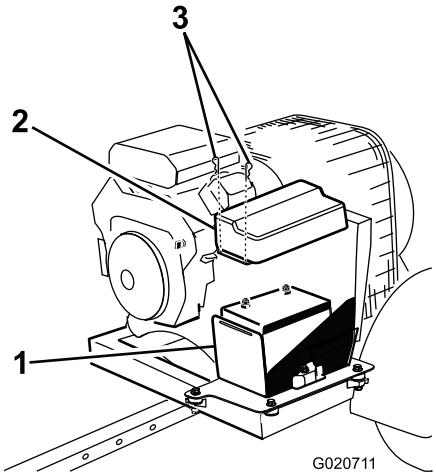

Figur 32
1. Fjern clipsen, der fastgør batteridækslet til batterikassen, og fjern dækslet fra kassen (Figur 32).